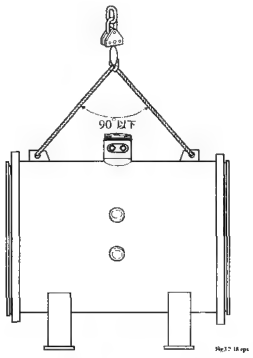

図3.3.6　検出器のつり上げ
- 検出器をつり上げる時は、アイボルトまたはジャックルを使用してください。その際、安全を確保するため、図3.3.6に示すように、吊り角度は必ず90°以下にしてください。